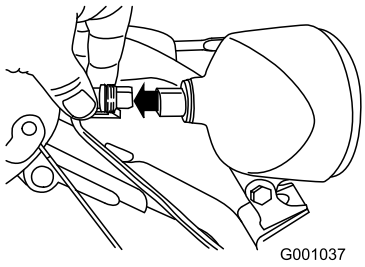

Figur 55
1. Fjern ledningsstikket bag på forlygten (Figur 55).